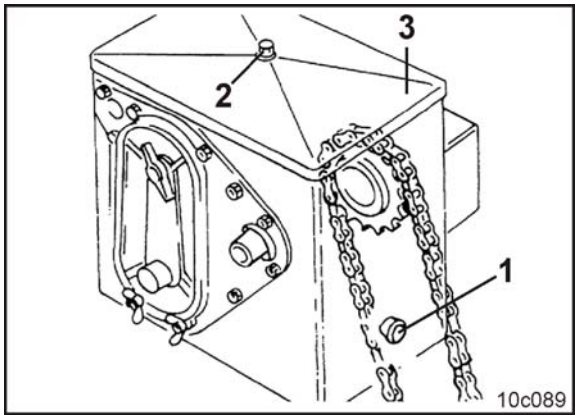

Fig. 224
2. Der Ölspiegel muss im Ölauge (Fig. 224/1) sichtbar sein.
3. Zum Nachfüllen von Getriebeöl (siehe Tabelle unten), Schraube (Fig. 224/2) lösen und den Getriebedeckel (Fig. 224/3) entfernen.